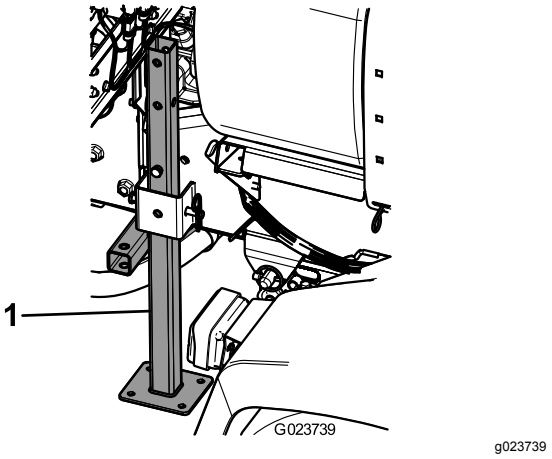

Figur 51
3. Før de bakre jekkstøttene inn fra bunnen, opp i rammen, nær de bakre festepunktene (Figur 51).